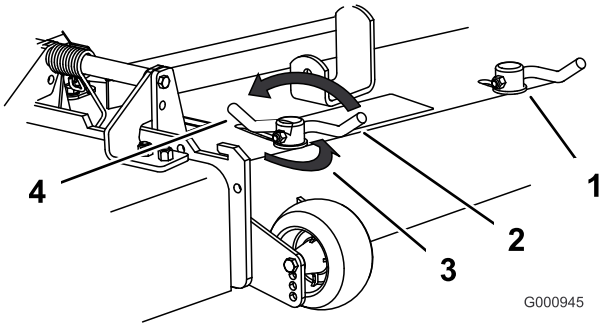

Figuur 20
3. Om de sluitnokken te verstellen, draait u de hendel omhoog om ze los te maken (Figuur 20).
5. Draai de hendel terug om de plaat en de sluitnokken vast te zetten (Figuur 20).